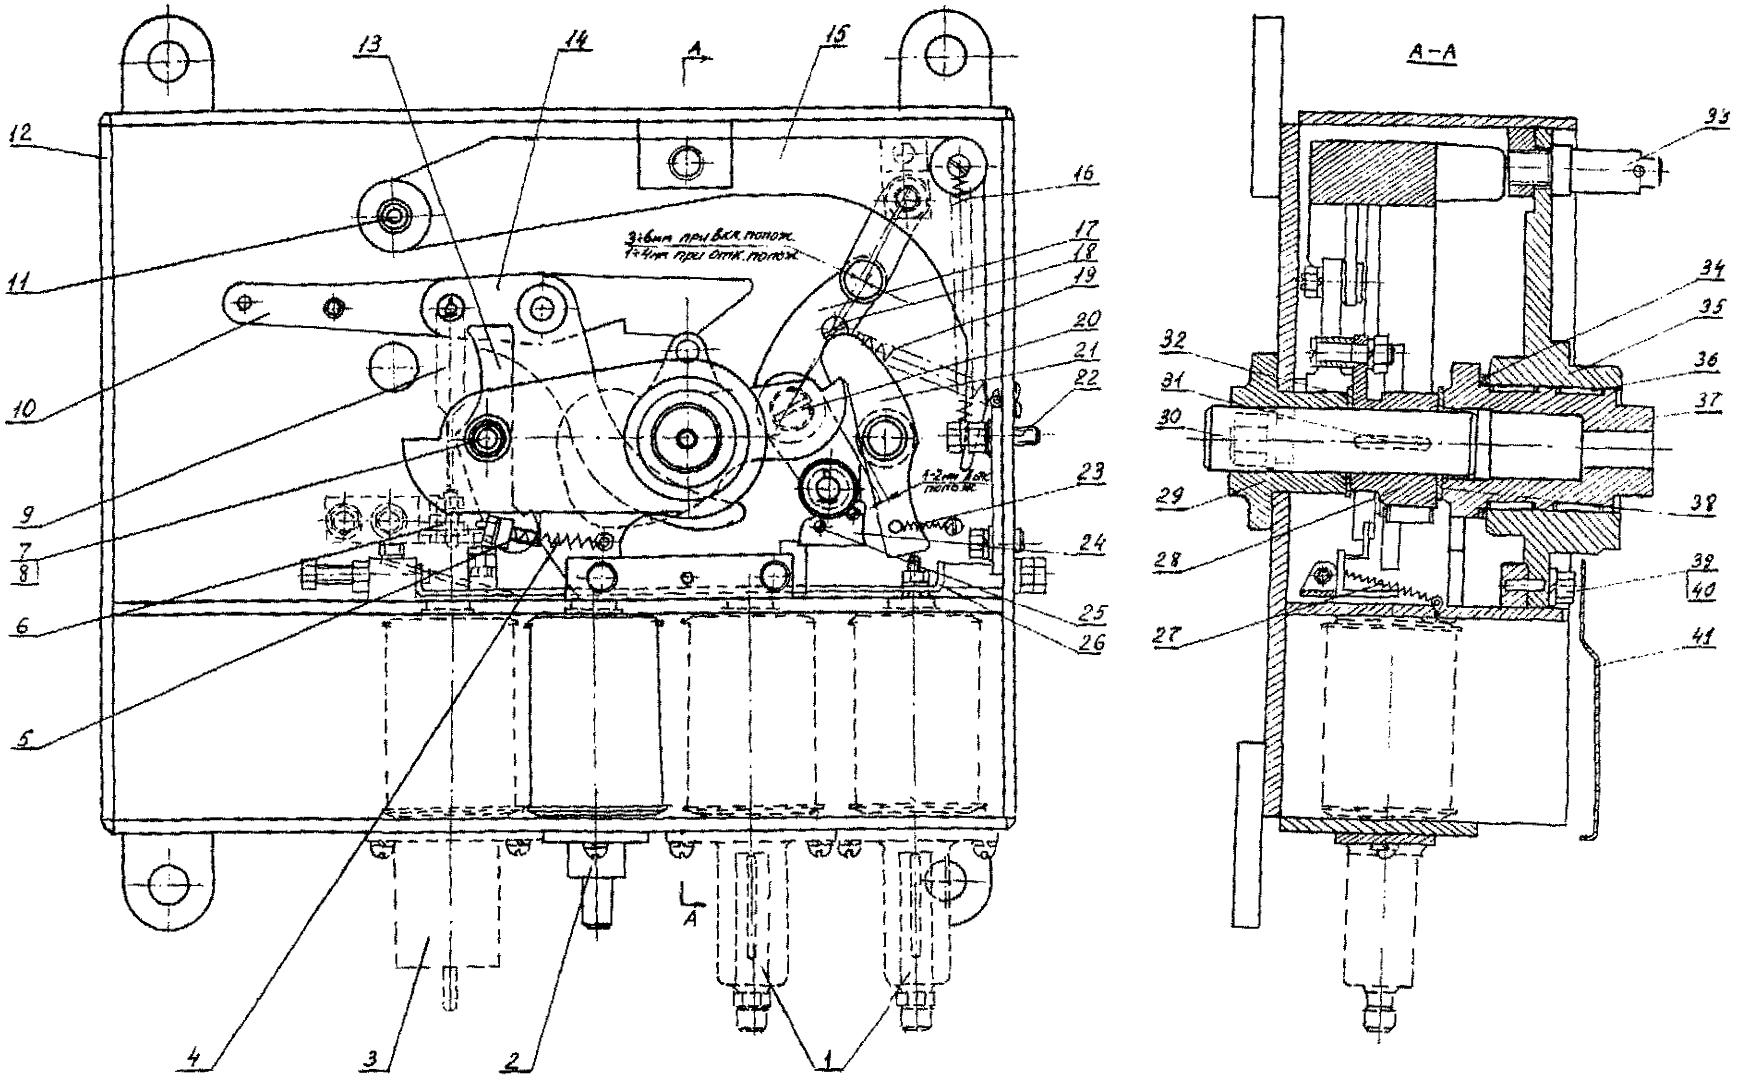

Рис.I8. Механизм приводов ШПОМ и ШПОМ:
Рычаг 28 (рис. I8) не садится на защелку 2I	Сработалась плоскость зуба защелки 2I. Ослабла пружина 23 защелки
03.I. Вывинтить ось 33 (см. рис. I8), болты 39 из корпуса I2 механизма привода
04.I. Отсоединить пружины I6, I9 (см. рис.I8) от рычага I5 и механизма расцепления I7.
05.I. Произвести осмотр защелки 2I (см. рис.I8).
06.I. Очистить релейную планку 26 (см. рис. I8) и механизм взвода реле РС 6 от пыли, старой смазки и осмотреть.
07.I. Установить на вал 30 (см. рис. I8) шайбу 32 и рычаг 28.